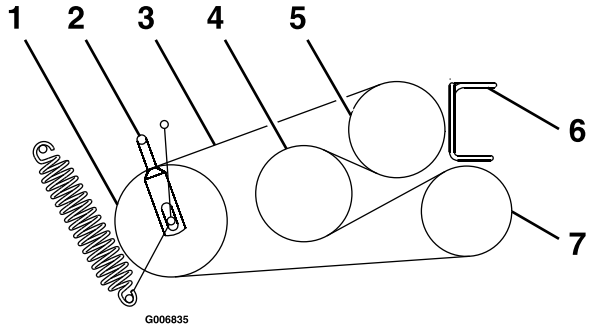

Figur 57
6. Løsne remførerne **A** og **B** (Figur 57).
8. Før de nye beltene rundt lederullene, som vist i Figur 57.